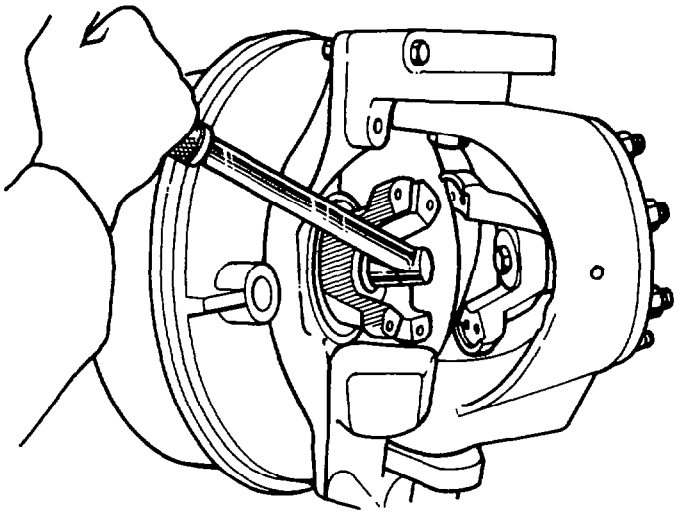

Fig. 376 — Tightening Centre Bolt
w. Install the outer drive-shaft; align the holes in the flange with the hub-studs; position the drive-shaft yoke so that the splines are aligned, then push the shaft fully home in the yoke; install the washer and yoke centre bolt and torque to 169 Nm (125 lb.ft) (see fig. 376).